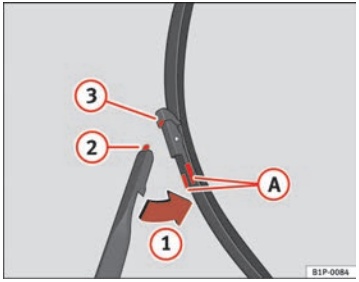

Fig. 149 Changing the front wiper blades
– Press on the side tabs (A) and release the blade moving it in the direction of the arrow (1) ⇒ fig. 149.
– Insert the tab (2) into the slot (3) of the blade ⇒ fig. 149. ▶
– Move the blade towards the arm in the opposite direction of the arrow (1),until it clicks into position ⇒ fig. 149.